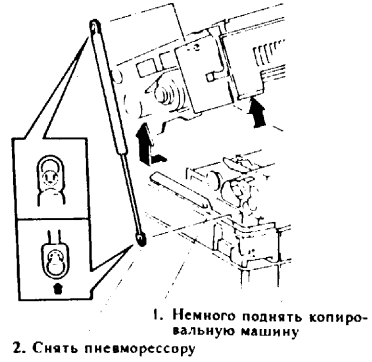

Рис.9. Снятие пневморессоры
16. Снять пневморессору автоподатчика оригиналов и установить на ее место пневморессору стекла оригинала (рис.9).